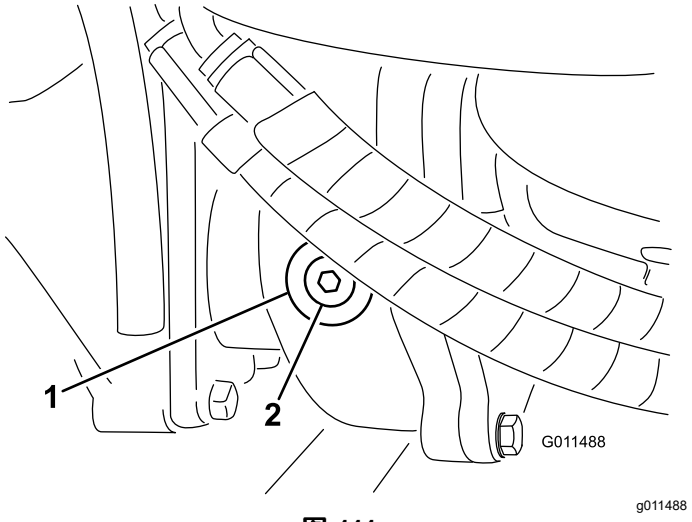

图 111
2. 从齿轮箱的左侧取出检查/注油塞图 111确保润滑剂向上直至孔的底部。如果润滑剂过少请添加足够的润滑剂直至液位达到孔的底部。